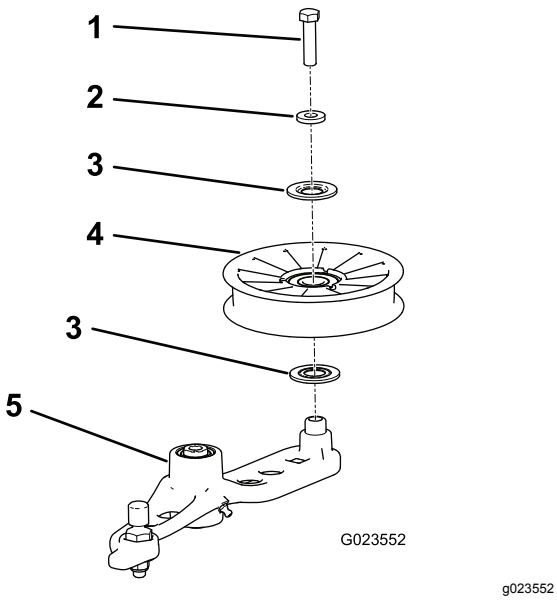

Figur 58
6. Fjern bolten som fester den gamle spennremskiven til spennarmen og monter en ny remskive (Figur 58).